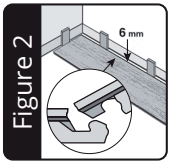

Figure 2
2. Installation should start in a corner (left hand) and proceed from the wall with the tongue facing the wall. Allow a minimum gap of 6 mm for subfloor movement which can be covered by molding (Figure 2).
Note: When cutting Strong SPC for length, be sure to always cut the short side of the plank with the groove edge (Figure 2). The remaining piece can then be used on the opposite side of the room, at the end of that row (Figure 7) if layout permits.